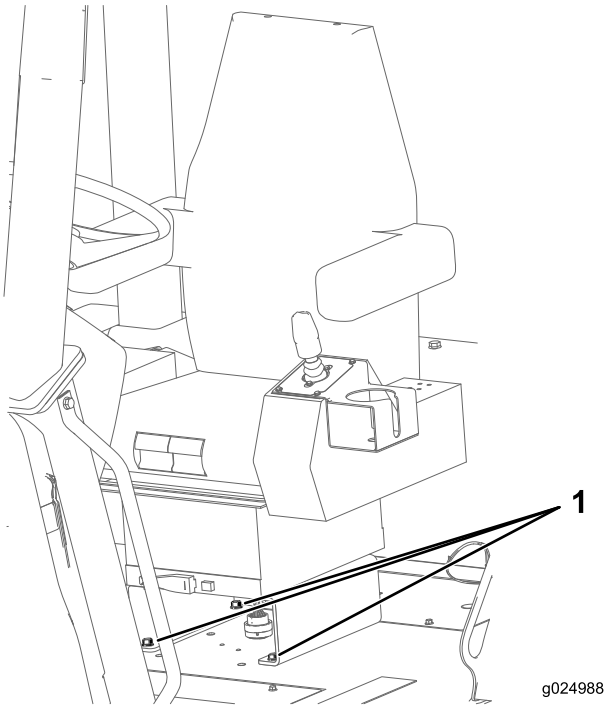

Figure 112
1. Check that the bolts that secure the seat to the chassis of the machine are torqued to 27 to 34 N-m (20 to 25 in-lb); refer to Figure 112.